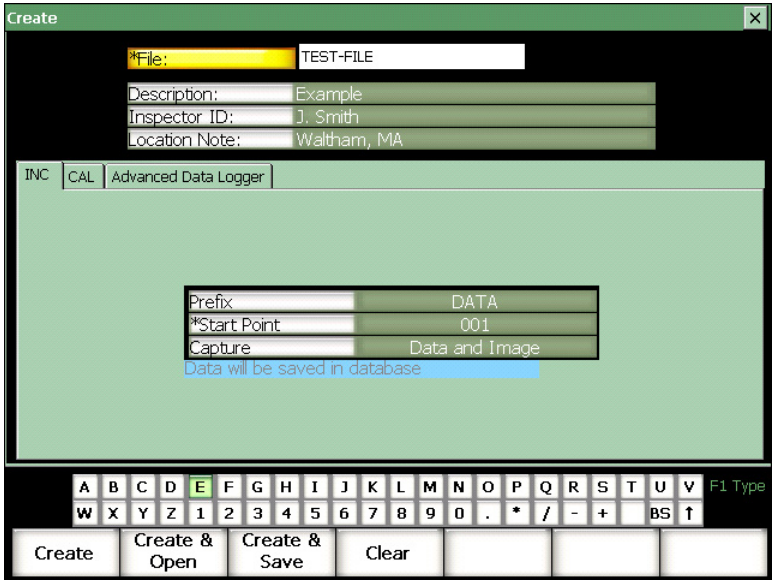

Figure 10-10 The Create setup page
1. Select **Files > Create** to open the **Create** setup page (see Figure 10-10 on page 212).